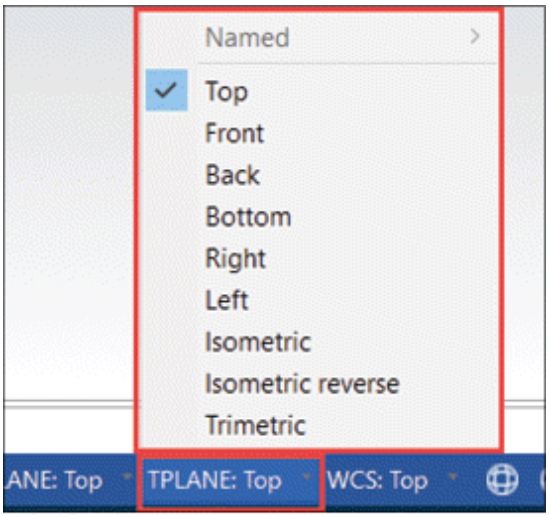

Figure-47. TPLANE flyout
- Click on the **TPLANE** button from the **Status Bar** to switch between various planes for current cutting tool. A flyout will be displayed; refer to Figure-47. Select desired plane to be